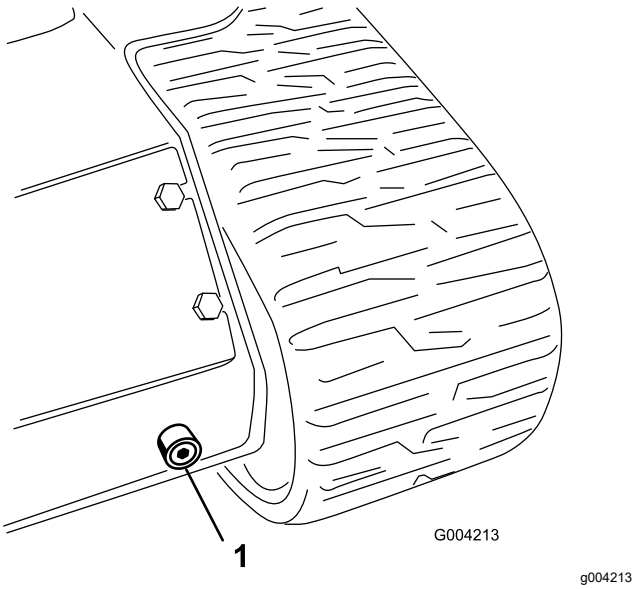

Figura 63
6. Coloque un recipiente grande (con capacidad para 57 litros) debajo del tapón de vaciado situado en la parte delantera de la máquina (Figura 63).
7. Retire el tapón de vaciado y deje fluir el aceite al recipiente (Figura 63).